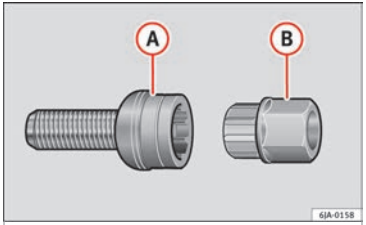

Fig. 62 Anti-theft wheel bolt with adapter.
- Insert the adapter (B) ››› **Fig. 62** with its toothed side as far as it will go on the interior toothing of the anti-theft wheel bolt (A) so that only the outer hexagonal is protruding.
- Fit the box spanner as far as it will go over adapter (B).